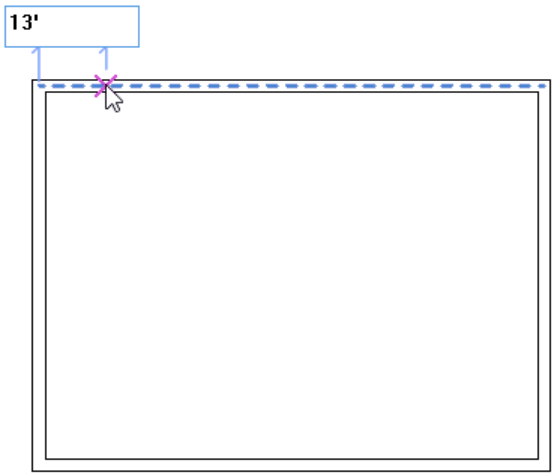

Figure 3-81 *Entering the value in the edit box*
1. To sketch the interior wall, move the cursor to the upper left corner of the exterior wall and then move the cursor horizontally toward the right. Enter **13'(3962 mm)** in the edit box as shown in Figure 3-81, when the temporary dimension and the intersection object snap appears. Now, press ENTER; the start point of the interior wall segment is specified on the upper horizontal exterior wall.